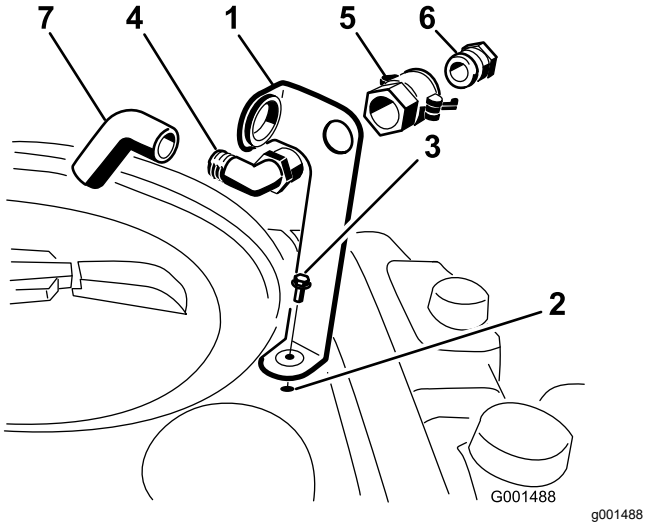

Figuur 3
1. Plaats de beugel van de slangaansluiting op de schroefdraadopening in de tank en zet deze vast met een flenskopbout (5/16" x ¾"); zie Figuur 3.
2. Steek het draadeinde van de elleboogfitting van 90° door de beugel en draai hierop de snelkoppeling zodat deze vastzit aan de beugel (Figuur 3).
3. Monteer de slangadapter in de snelkoppeling (Figuur 3).
4. Zet de slangadapter vast door de hendels naar de adapter te draaien en de hendels vervolgens te borgen met de R-pennen (Figuur 3).
5. Installeer de anti-overloopslang via de grote opening van de beugel en op het geribde uiteinde van de elleboogfitting van 90° (Figuur 3).